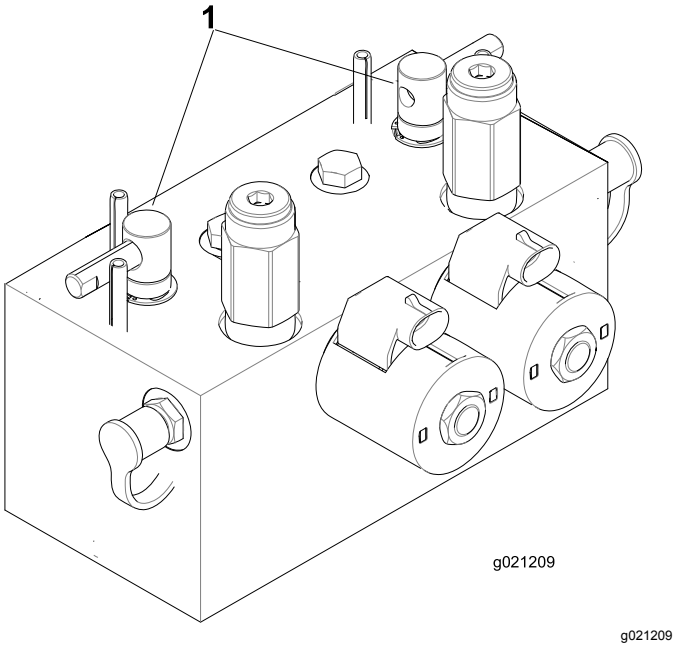

**Figur 107**
2. Lås sædet op, og løft det, så baglapningshåndtagene bliver tilgængelige (Figur 107).
5. Brug enten forreste, bageste eller begge baglapningshåndtag for at vælge de enheder, som skal baglappes (Figur 107).